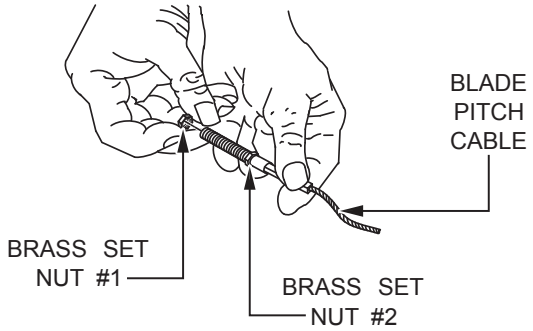

Figure 23. Blade Pitch Cable
3. Remove brass set nut #1 from the end of the blade pitch cable (Figure 23).
4. Thread brass set nut #2 as far as possible towards the blade pitch cable (Figure 23).